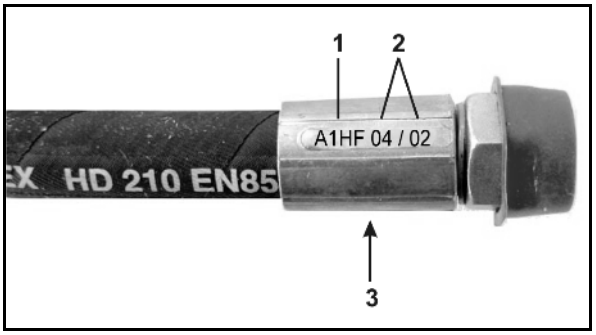

図 96
2. マグネットキャップ (図 96/1) を回して外します。
3. マグネットコイル (図 96/2) を取り外します。
4. バルブロッド (図 96/3) を バルブ座と共に回して外し、圧縮空気または油圧オイルで清掃します。